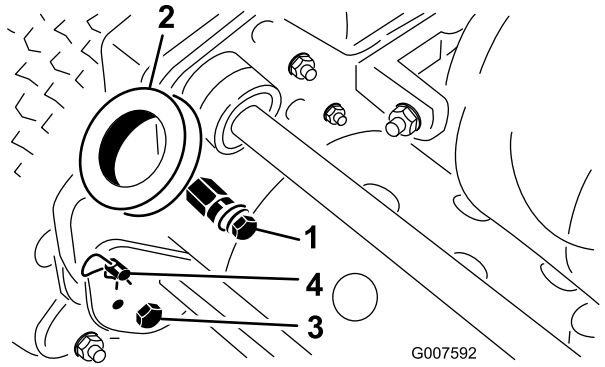

Figur 2
1. Ta bort bulten, brickan och låsbrickan från fäststiftet på båda sidorna av klipparen (Figur 2).
2. Ta bort de bultar och låsmuttrar som håller fast styrarmarnas nedre delar på båda sidorna av klipparen (Figur 2).
3. Avlägsna hårnålssprintarna och ringbultarna som fäster styrarmarna på ramens baksida (Figur 2).
4. För in handtagets ändar genom hålen i styrarmarna och passa in hålen i fäststiften (Figur 2).
1. Avlägsna hårnålssprintarna från ringbultarna på varje sida av klipparen (Figur 2).
2. Medan du stöder handtaget avlägsnar du ringbultarna på varje sida och höjer eller sänker handtaget till önskat driftsläge (Figur 2).